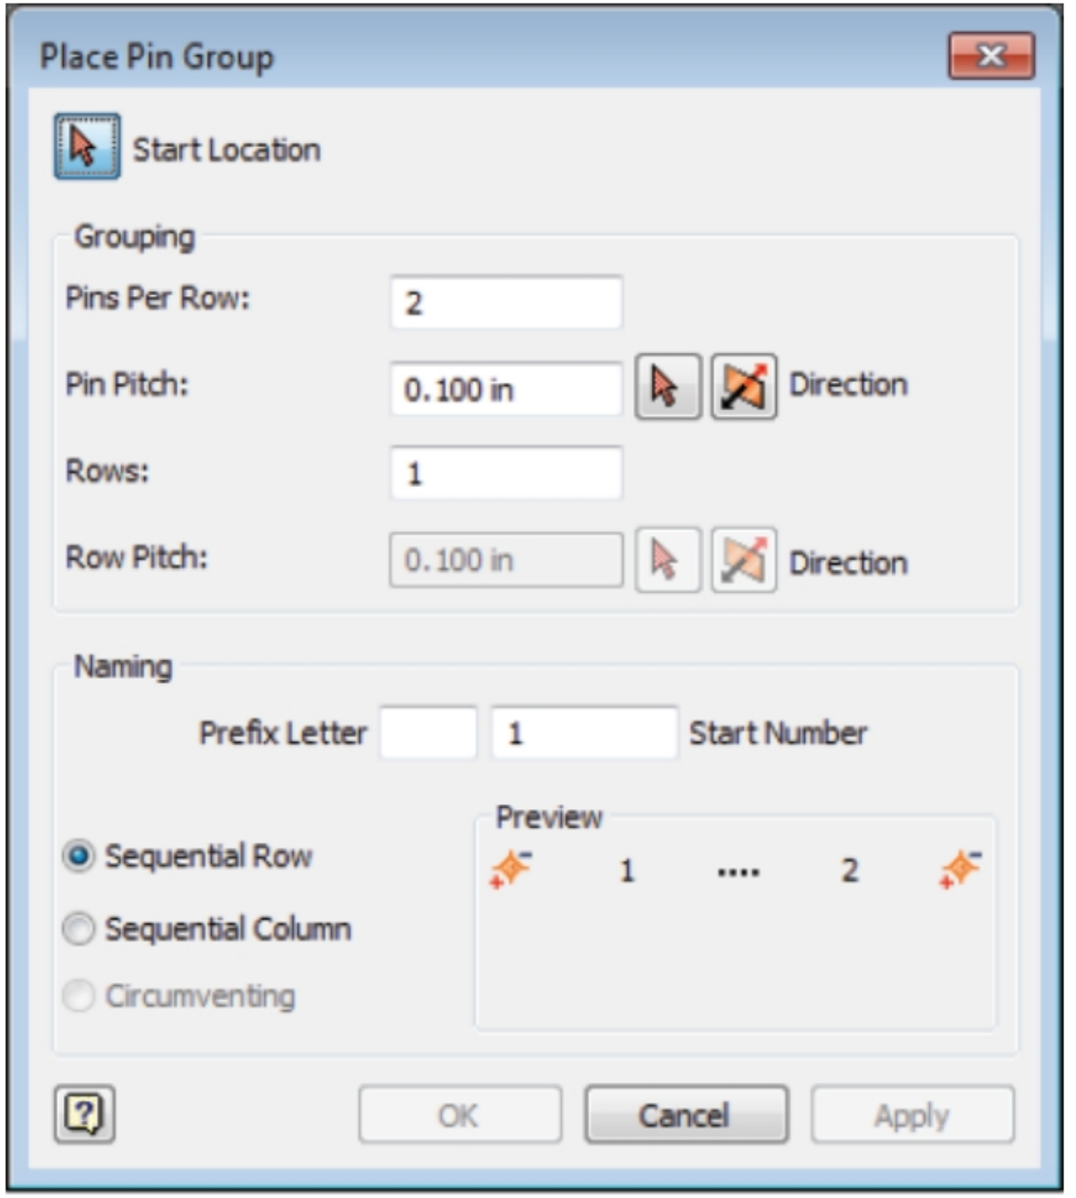

Figure-26. Place Pin Group dialog box
- Click on the **Place Pin Group** tool from the **Harness** panel in the **Ribbon**. The **Place Pin Group** dialog box will be displayed; refer to Figure-26.